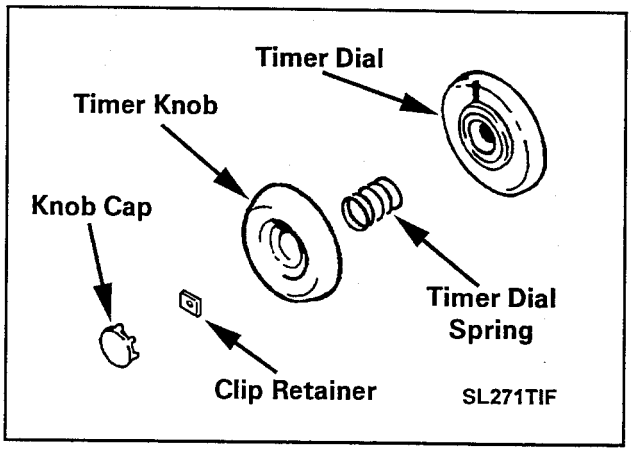

Figure 4-6
2. Carefully lift the timer knob cap from the timer knob and pry the clip retainer from the timer shaft. Lift the dial and knob off the timer shaft by pulling away from the face of the control console ***(Figure 4-6).***